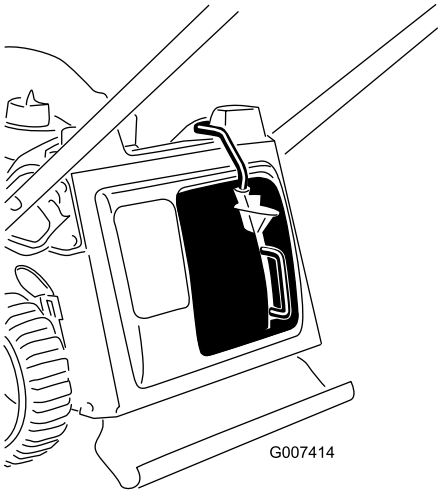

Figur 12
3. Slipp opp knappen på spaken og sikrer at toppen av spaken ligger helt nedi bryterkanalen (Figur 12). **Hvis toppen av bryteren ikke er i bryterkanalen, vil gressklipperen ikke starte.**